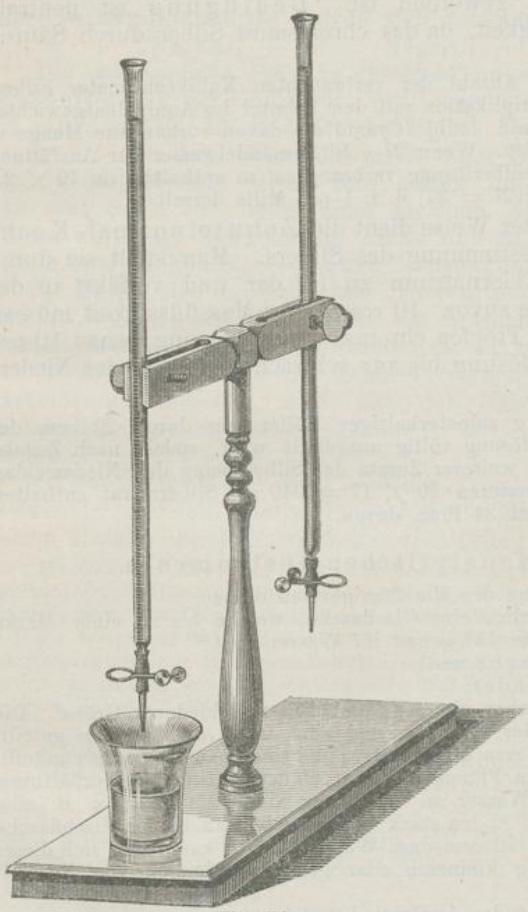

Fig. 78.
a) Die Mohrsche Quetschhahnbürette (Fig. 78), eine beiderends offene Röhre, aus welcher man die Titreflüssigkeit durch ein unten angefügtes Stück Gummischlauch auslaufen lässt.